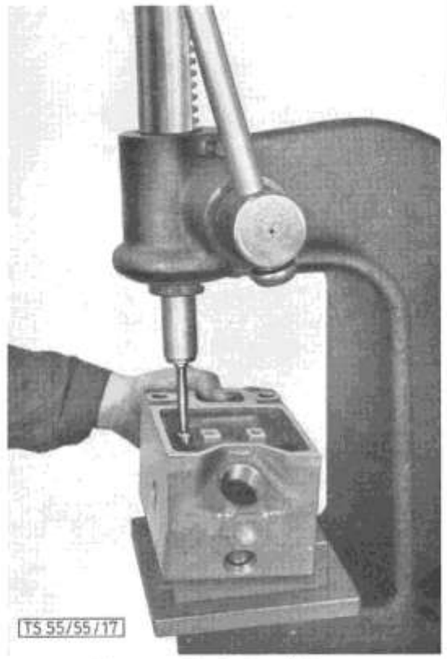

Bild 15: **Kugeln der Ventilführungen**
Ventilführungen mit Dorn auf einer Unterlage (Bild 15) mit einer Presse herauspressen.
2. Bohrung mit ölverdünnter Schleifpasta einschmieren und kalibrierte Kugel 11,05 mittels eines Dornes senkrecht und gleichmäßig durch die Bohrung drücken (Bild 15).